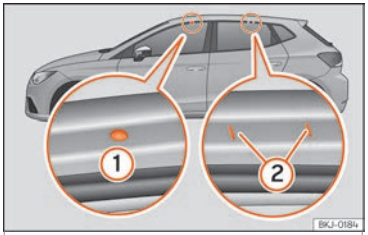

Fig. 168 Pontos de fixação das barras longitudinais para a bagageira do tejadilho.
Os pontos de fixação dianteiros e traseiros (1) e (2) só se podem ver com as portas abertas ››› Fig. 168.